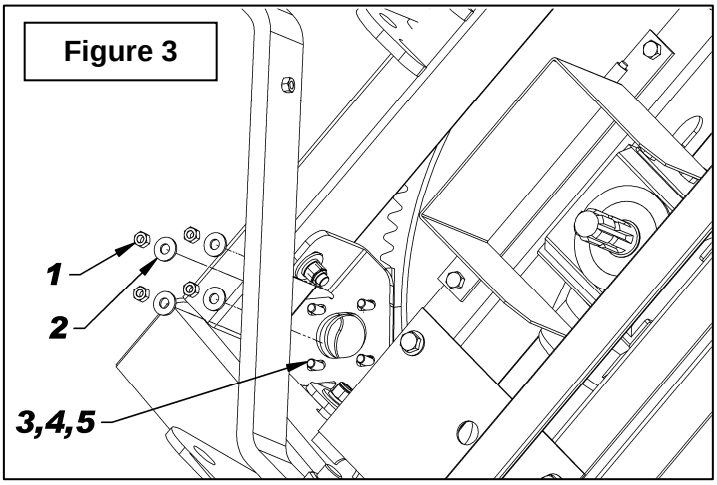

Figure 3
2. **Figure 3:** Retirer les quatre écrous hex. 3/8"NC (item 1) et les quatre rondelles plates 7/16" de trou (item 2) qui retiennent le support de moteur. Cette quincaillerie ne servira plus lors de l'installation du moteur mais il faut conserver les quatre boulons 3/8"NC x 1 1/4", quatre rondelles de blocage 3/8" et quatre rondelles plates 7/16" de trou (items 3-4-5).